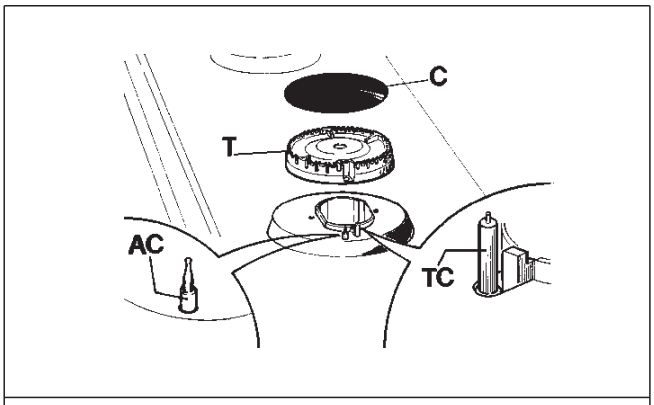

FIG. 6
För att upprätthålla arbetsplanet blankt är det mycket viktigt att rengöra det efter varje användning med ljummet tvålvatten. Skölj sedan och torka av arbetsplanet. På samma sätt ska de emaljerade gallren, de emaljerade brännartoppama "C" och brännarkragama "T" (se fig. 6) rengöras.
- ***kontrollera att brännarkragarnas springor "T" (fig. 6) inte är igensatta med främmande ämnen.***
- ***Försäkra dig om att den emaljerade brännartoppen "C" (fig. 6) sitter korrekt på brännarkragen. Återmonteringen har utförts på ett korrekt sätt när brännartoppen sitter fullständigt stabilt på brännarkragen.***